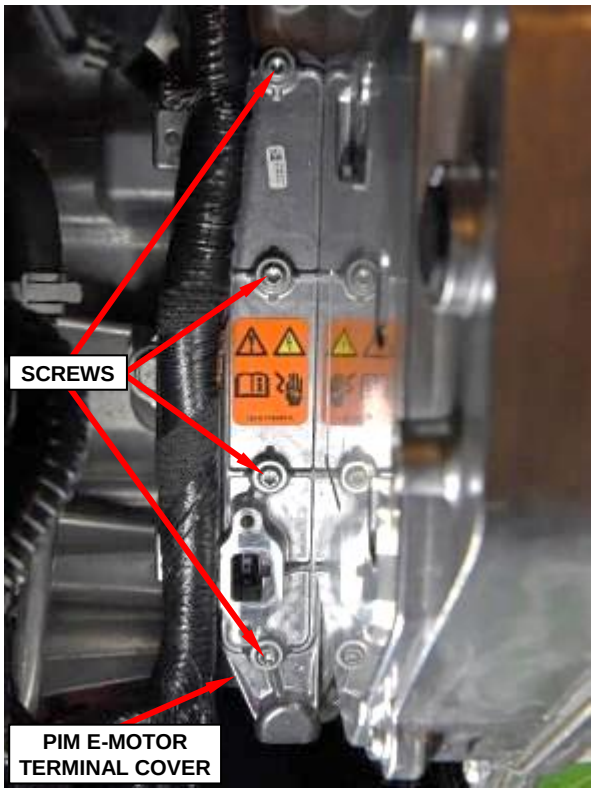

Figure 33 – E-Motor Terminal Cover
59. Loosen the four captured screws then remove and save the PIM e-Motor terminal cover (Figure 33).
5. Install the **new** PIM e-Motor terminal cover to the PIM. Tighten the four captured screws to 7.8 N·m (69 In. Lbs.) (Figure 33).